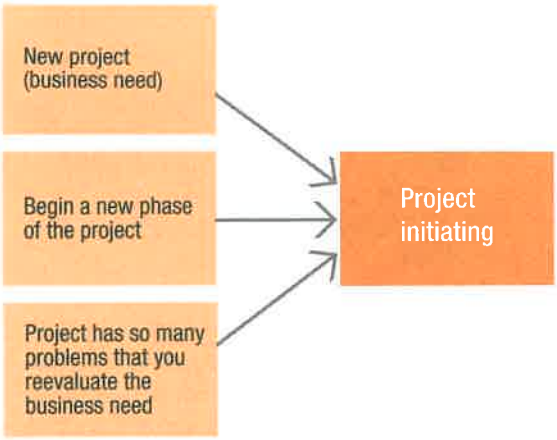
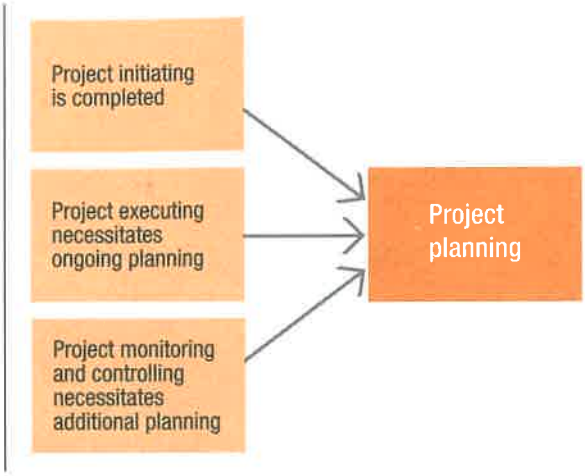

FIGURE 3.6 *Reasons for entering project initiating*
FIGURE 3.7 *Reasons for entering project planning*
- The single dotted arrow returning from monitoring and controlling to initiating indicates that, under certain limited circumstances, you may enter initiating once you leave it (see figure 3.6).
Figure 3.6 illustrates the reasons for entering project initiating. Figure 3.7 shows the reasons for entering project planning.